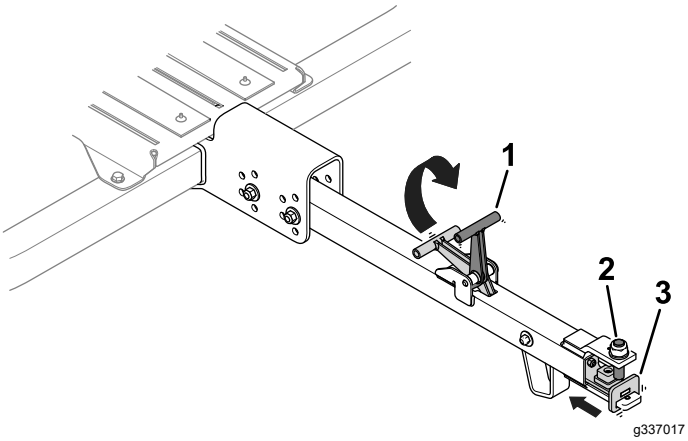

Rysunek 26
1. Podnieś uchwyt dyszla (Rysunek 26).